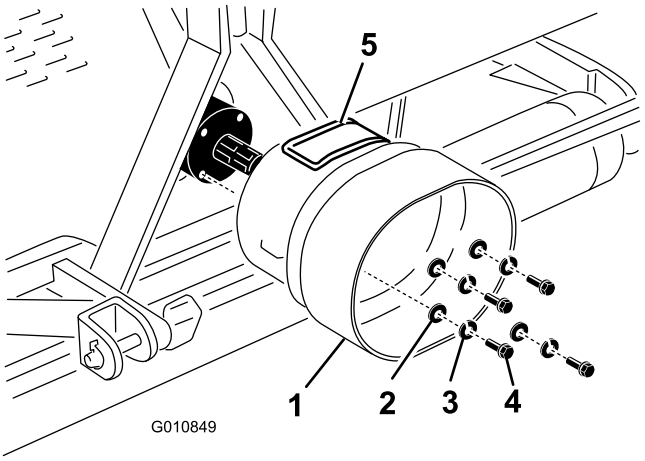

Rysunek 19
1. Odkręć 4 śruby i zdejmij podkładki sprężyste i płaskie umieszczone z tyłu przekładni aeratora (Rysunek 19).
2. Zamontuj osłonę WOM do przekładni aeratora za pomocą wcześniej zdjętych elementów mocujących (Rysunek 19). Podczas montażu osłony WOM upewnij się, że pokrywa dostępowa (Rysunek 19) jest umieszczona od góry lub z boku w zależności od konfiguracji ramy aeratora.
Informacja: W celu ułatwienia montażu elementów mocujących wałek sprzęgający można otworzyć pokrywę dostępową (Rysunek 19).